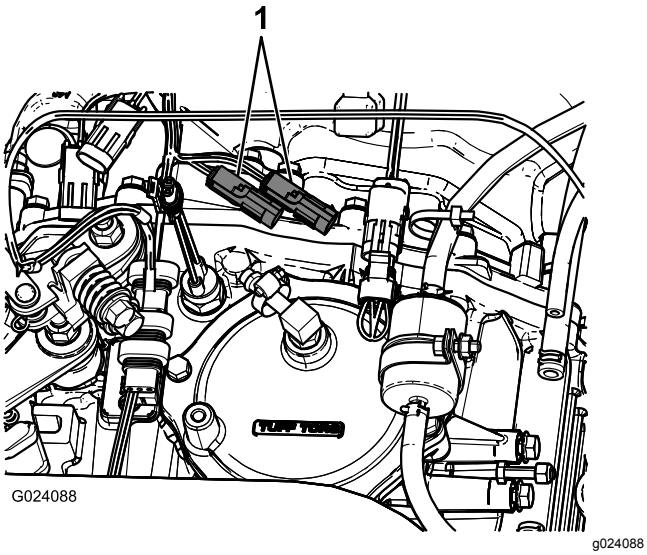

Figur 12
9. Koble den gjeldende hastighetssensoren til pluggen for hastighetssensor, og koble pluggen for hastighetssensor til det nye ledningssatsen (Figur 12).